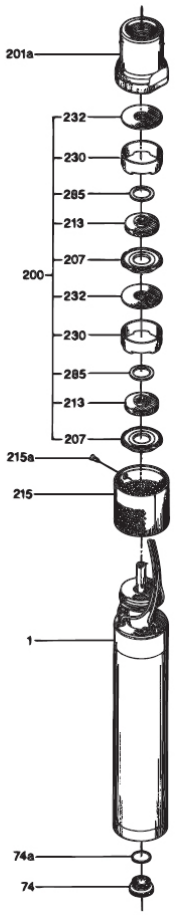

Abb. 12 Pumpe Komponenten
Vorgehensweise (siehe Abb. 12):
7. Pumpengehäuse (Pos. 201a) über die Verschleissteile einschliesslich Laufrädern (Pos. 200) stülpen und am Einlaufteil des Motors (Pos. 1) festschrauben. Siehe Abb. 12.